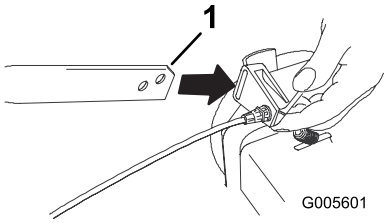

Figur 3
1. Før kabelfestet på enden av det venstre nedre håndtaket (Figur 3).